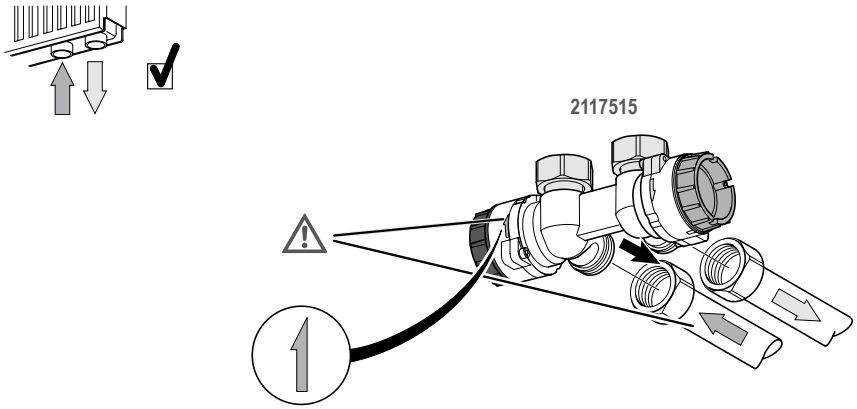

Fig. 12-5: Montage Adapter H-Winkel rechts
- Adapter H-Winkel rechts Art.-Nr. 2117515 mittels Überwurfmutter an Rohranschlüssen (Vorlauf und Rücklauf) montieren (siehe Fig. 12-5).
Auf die korrekte Einbaulage gemäß Fig. 12-5 achten. Der Bypass rücklaufseitig (pumpenseitig) muss an der jeweiligen Außenseite des zu montierenden Heizkörpers sitzen, Pfeilrichtungen auf Adaptergehäuse beachten (siehe Fig. 12-5).